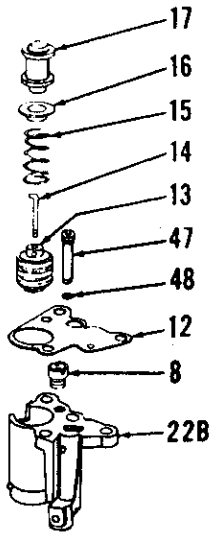

Fig. 102–On late models, accelerating pump cylinder is in metering valve body (22B) instead of carburetor body (22–Fig. 101).
Fig. 101–Exploded view of the Holley carburetor assembly. Metering cluster cover (A) is used on 2000, 3000 and 4000; check valve ball (6) and retainer (7) is used on early production units only. Note filter screen in inlet fitting (41). Refer also to Fig. 102.